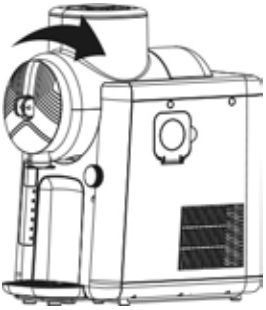

Fig. 3
10. Ahora deslice el recipiente de mezclado sobre el mezclador y bloquee el recipiente girándolo fijamente en el sentido de las agujas del reloj (fig. 3).